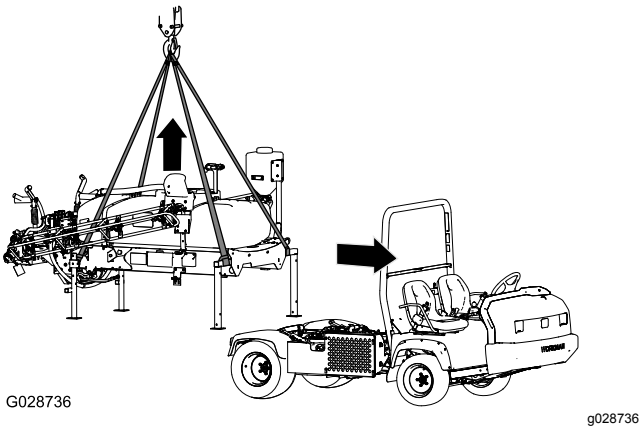

**Figur 107**
1. Senk bommene til ca. 45°, og drei dem forover (Figur 107).
5. Fest løfteutstyret til de horisontale rørene på de fremre jekkstøttene og den vertikale tappen på de bakre jekkstøttene (Figur 107).
7. Løft gliderammen til tanken høyt nok til at den ikke berører maskinen lenger (Figur 107).